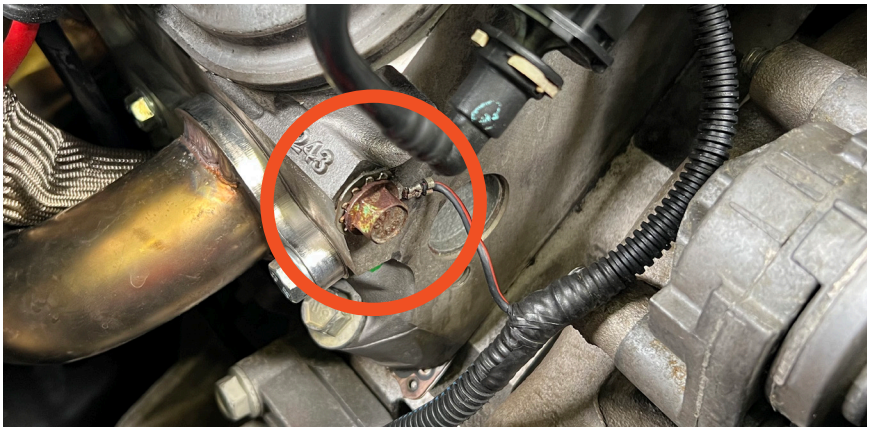

Figure 4 - Ring Terminal on Cylinder Head
3. Disconnect the battery if there is a ring terminal fastened to the passenger cylinder head, shown in Figure 4.